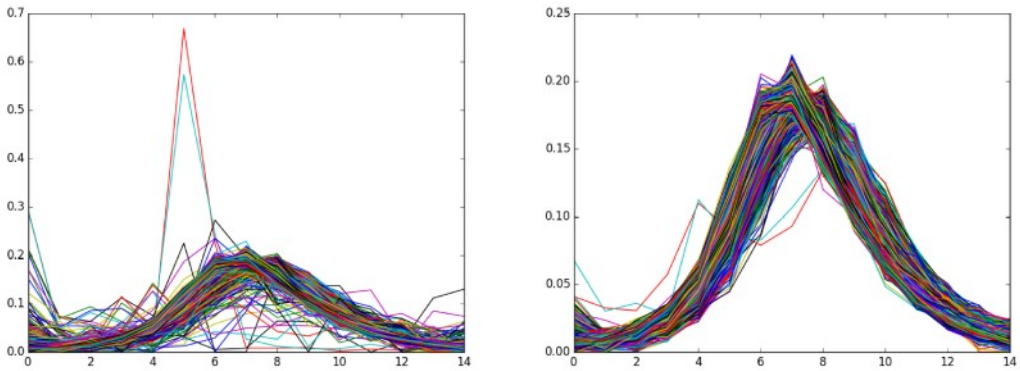

Figure 9: Sample extraction profile for order 32 before (left) and after (right) the optimization.
e) the spatial profile is optimized by fitting it row by row with a 2nd degree order polynomial, weighting the signal with inverse of the square root of the variance. All the points more than 4-σ from the fit are rejected and substituted with the fitted values (see Fig. 9);